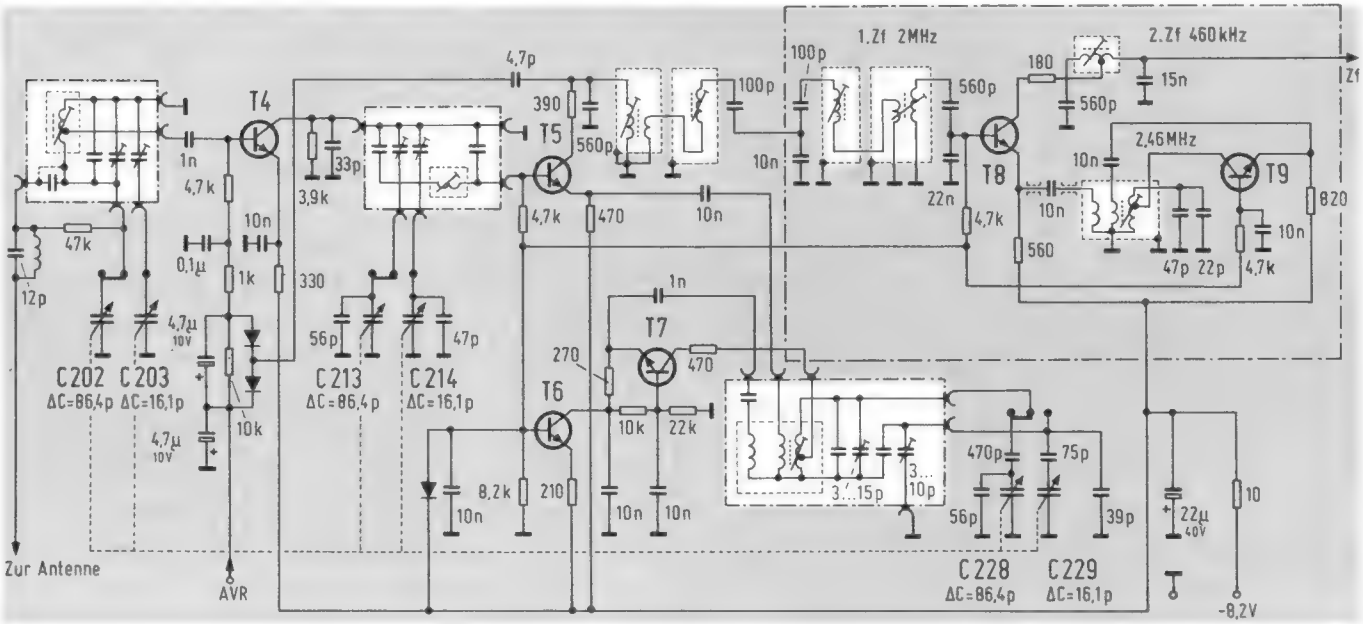

Bild 3. Schaltung des KW-Tuners des Satellit 2000 von Grundig
*Bild 3* zeigt die Schaltung dieses als in sich geschlossene Einheit aufgebauten KW-Tuners. Seine Spulensätze sind auf einer Trommel angeordnet. In Bild 3 sind in den weiß ausgesparten Flächen nur die Abstimmkreise eines einzelnen Bandes dargestellt. Beim Drehen der Trommel bzw. des Bandschalterknopfes tritt jeweils ein neuer dreiteiliger Spulensatz mit den zugehörigen Kapazitäten und Abgleichtrimmern über die Federkontakte in Funktion.